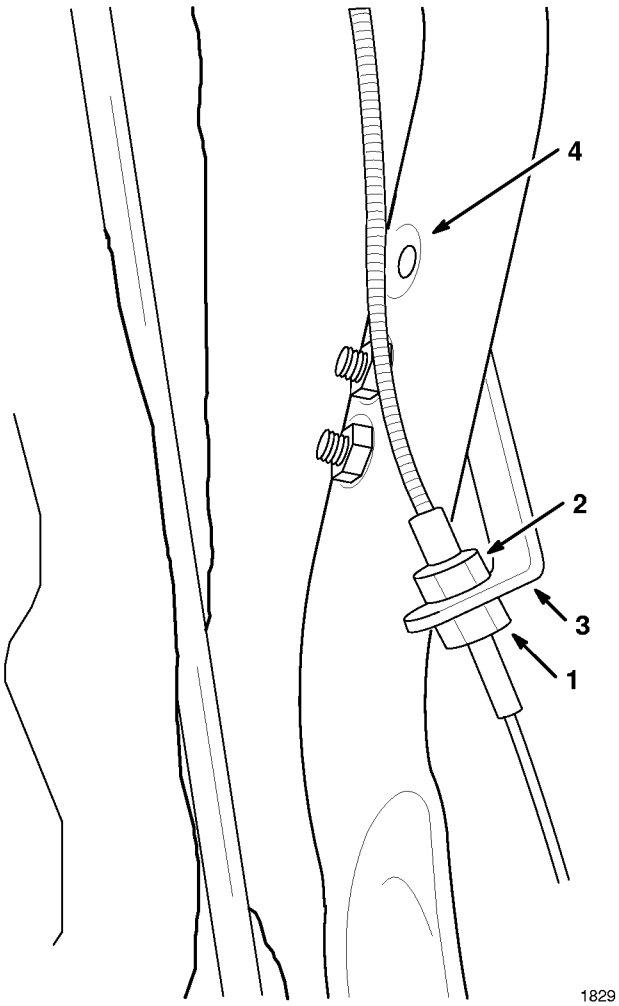

Figure 30
2. Loosen the lower nut on the bottom side of the bracket (Fig. 30).